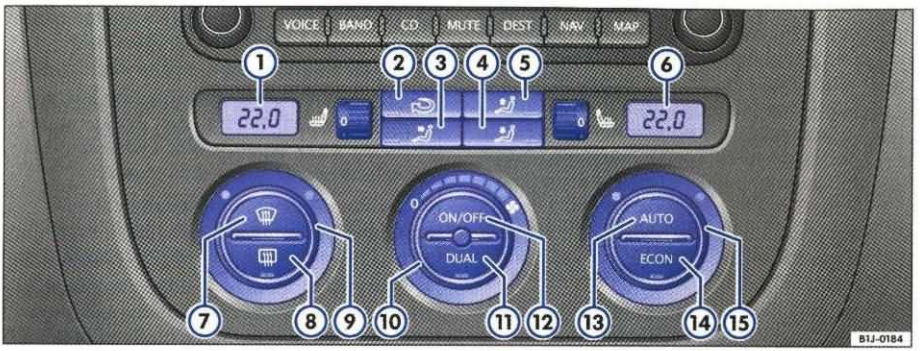

Rys. 101 W konsoli środkowej: elementy obsługi układu klimatyzacji Climatronic
– Obrócić pokrętłem temperatury ⇒ rys. 101 ⑨ albo ⑮, aby nastawić temperaturę dla strony kierowcy i przedniego pasażera.
– Po naciśnięciu jednego z przycisków ② do ⑤ następuje włączenie odpowiedniej funkcji. W przycisku świeci się lampka kontrolna, kiedy funkcja jest włączona. W celu wyłączenia funkcji ponownie nacisnąć przycisk.
– Nacisnąć przycisk AUTO ⇒ strona 115, rys. 101 (13). W przycisku świeci się lampka kontrolna.